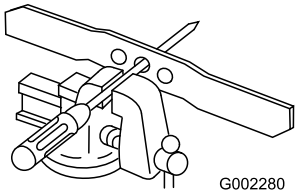

Figuur 36
1. Controleer de balans van het mes door het gat in het midden van het mes boven een spijker of de steel van een schroevendraaier te houden, die horizontaal in een bankschroef is geklemd (Figuur 36).